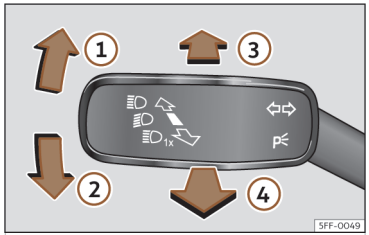

Abb. 100 Blinker- und Fernlichthebel (ausstattungsabhängig).
- Drücken Sie den Blinker- und Fernlichthebel aus der Ausgangsstellung nach vorne ››› (Abb. 100) ③.
- **ODER:** Ziehen Sie bei eingeschaltetem Fernlichtassistenten den Blinker- und Fernlichthebel nach hinten ››› (Abb. 100) ④.